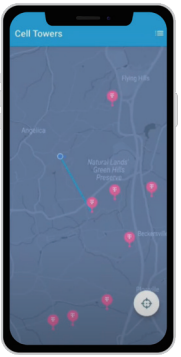

Figure 2
3) Enter signal dashboard, and click “CELL TOWERS”. Then zoom in map to find best one, it will show a blue line with your place which means your cellphone connected one. (following figure 2&3)